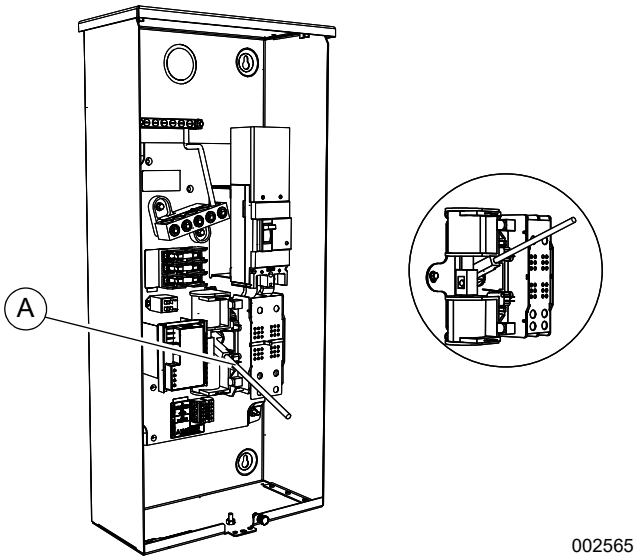

Figure 3-11. Typical Manual Transfer Switch Operation
4. See ***Figure 3-11***. Use manual transfer handle (A) inside transfer switch to move main contacts to STANDBY (loads connected to standby power source).
5. Set main contacts to UTILITY (loads connected to utility power source) using manual transfer handle (A in ***Figure 3-11***) inside transfer switch.